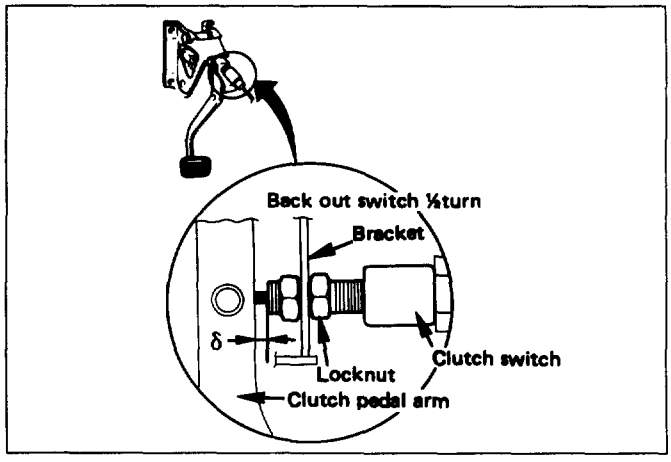

Fig. 7C-36
(6) Clutch pedal engagement height inspection (Fig. 7C-37)
① Operate the parking brake lever and block the wheels.
② Start the engine, fully step on the clutch pedal, and move the shift lever to 1st position.
③ With the engine idling, release the clutch pedal slowly and measure its stroke — just prior to its clutching position.